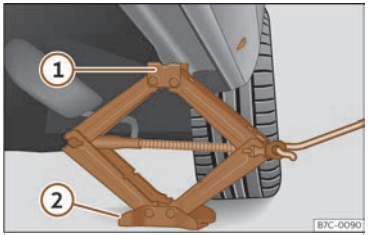

Fig. 250 Crossbar: mounting the jack on the vehicle.
- Turn the jack crank handle, located below the crossbar support point, to raise it until the tab ① ››› **Fig. 250** is below the housing that is provided.
- Align the jack so that the tab ① "grips" onto the housing provided on the cross member and the mobile base ② is resting on the ground. The base plate ② should fall vertically with respect to the support point ①.